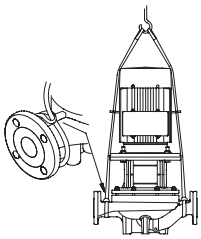

Рис. 1a
• Проушины для транспортировки на электродвигателе служат только для задания направления при захвате груза (Рис. 1a).